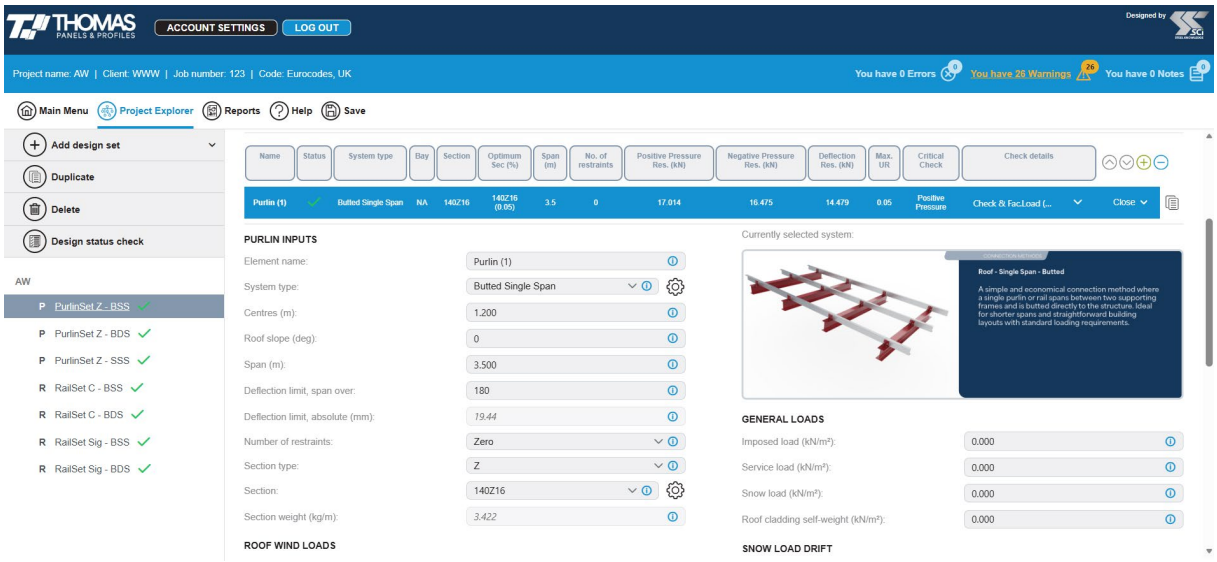

Figure 5.8: Expanded view of inputs for selected element
- **Detailed inputs**: Expanding the row for a given element of the Design set displays the design inputs and related functionality for that element, as shown in Figure 5.8. Key available functionality is as follows: